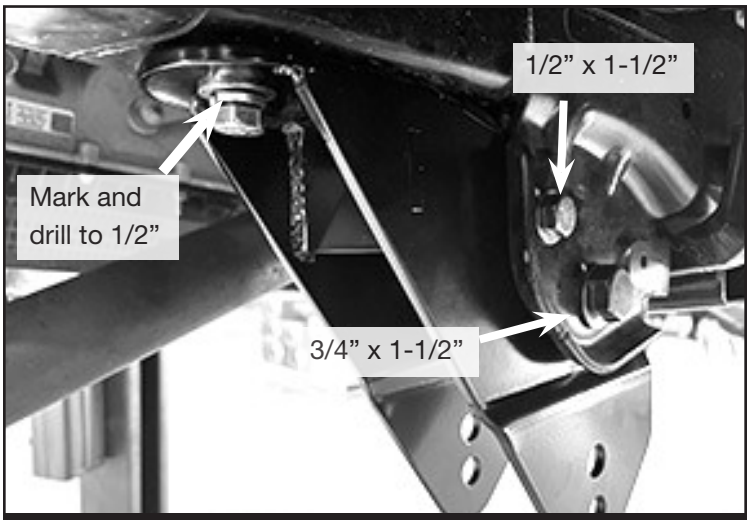

FIGURE 13 - STEP 18
18. Install FT31079 (Radius Arm Drop Bracket) to the factory radius arm pocket using the supplied 3/4” x 1-1/2” Bolts, washers and nuts and 1/2” x 1-1/2” bolts, washers and nuts. **NOTE: The 1/2” bolt location will need to be drilled out to accommodate the 1/2” hardware.** Locate the foward hole on the new bracket, use this to mark the frame. Remove the bracket and drill the factory frame using a 1/2” drill bit. Reinstall the bracket. **Install hardware on both sides of the pocket. SEE FIGURE 13**